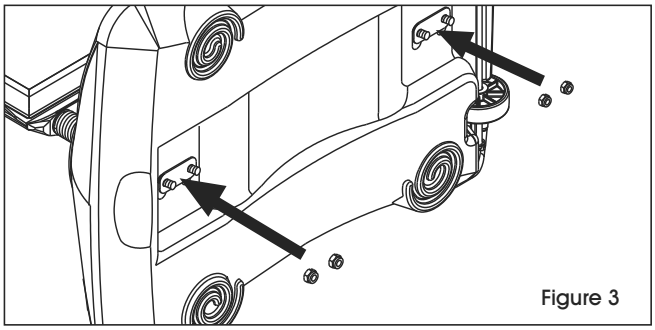

Figure 3
3. Glissez les écrous sur les vis. (Voir Figure 3)